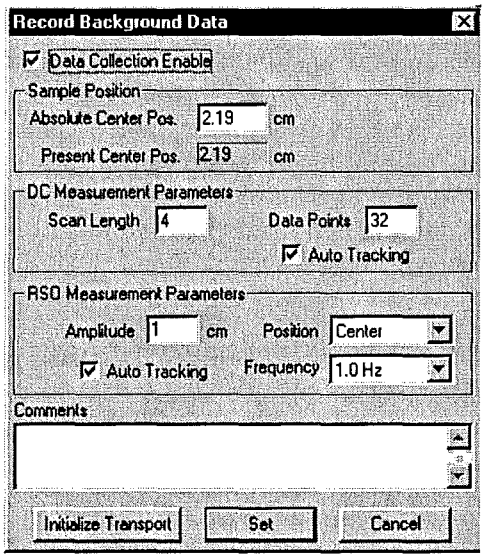

Figure 2-5. **Record Background Data** Dialog Box
1. Enable automated background data recording by selecting the **Measure➢Record Background Data** menu item in MPMS MultiVu, and then enable the **Data Collection Enable** check box in the **Record Background Data** dialog box (figure 2-5).